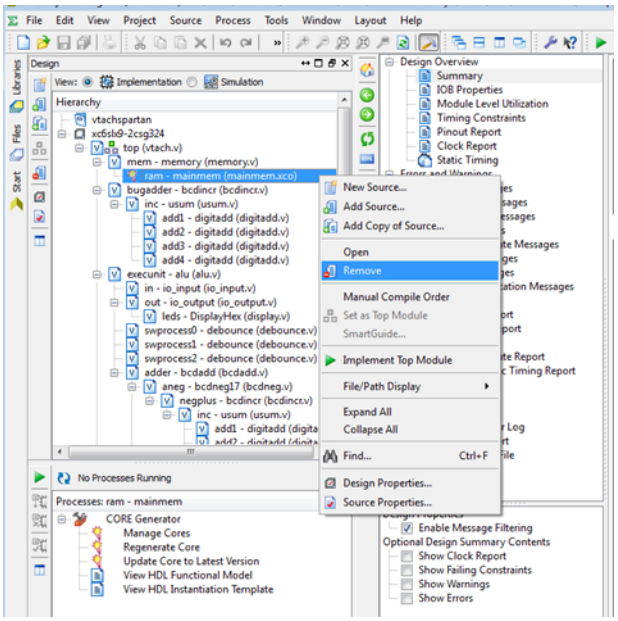

Figure 5-20 *Remove mainmem module*
1. Remove the existing `mainmem` module by right-clicking the module in the Design panel and then selecting Remove, as seen in Figure 5-20.